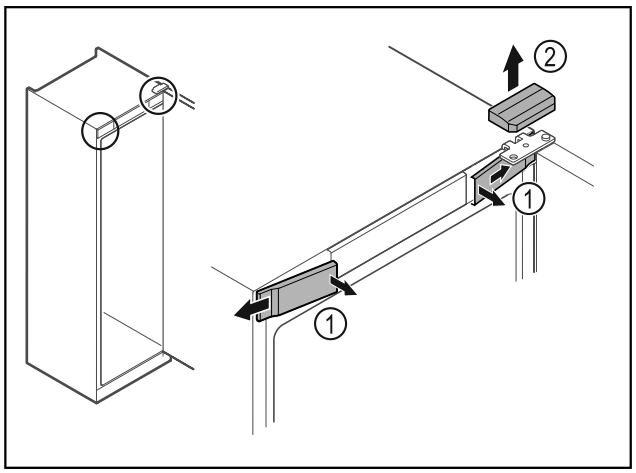

Fig. 5
▶ Deblocați apărătorile frontale din interior *Fig. 5 (1)* și detașați-le în lateral.
▶ Scoateți în sus *Fig. 5 (2)* apărătoarea.